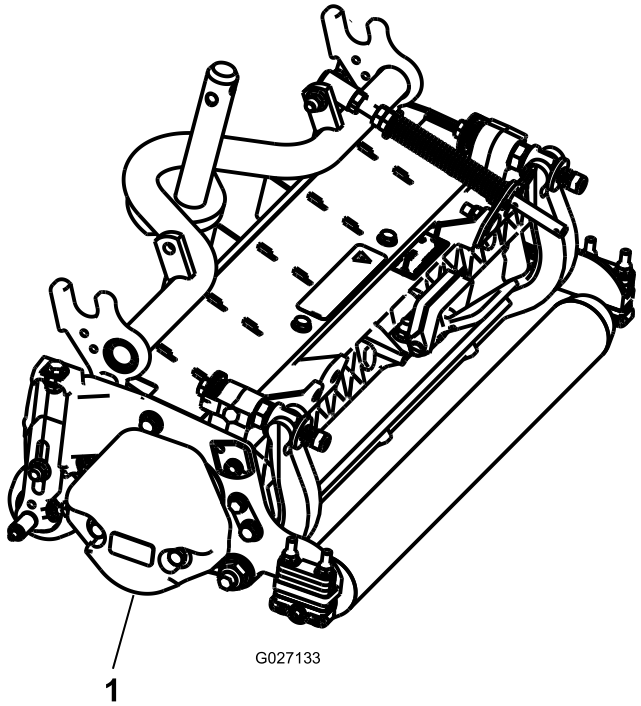

Figur 3
3. Kontrollera att motvikten (Figur 3) har monterats på rätt sida av klippenheten i enlighet med *monteringsanvisningarna* för motviktssatsen.